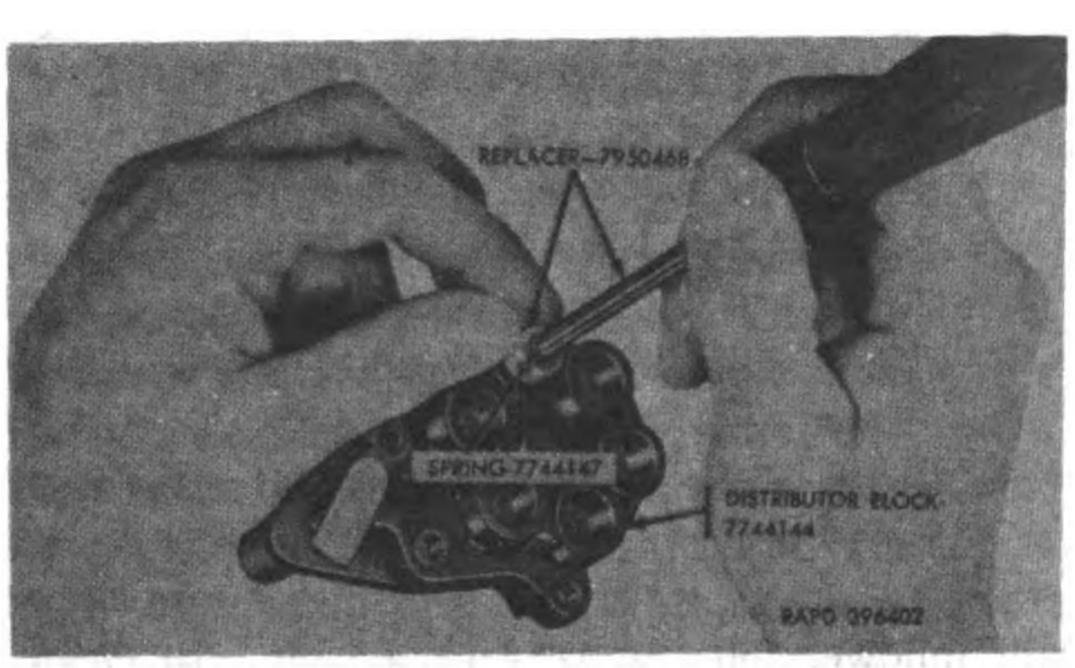

Figure 16. Replacing high tension springs.
(1) Place the magnet in a magnet charger with an adapter set designed to fit this magnet.
(2) Close the charger switch for a period of 1-second and then open switch. Repeat this operation 3 times to properly charge the magnet.
(3) Remove magnet from charger. Lay the magnet on a clean cloth away from any metal or foreign objects which might adhere to it. Using compass 6605–18–C–1598, check to see if the magnet is properly charged. If the magnet pole containing the timing mark repels the north-seeking end of the compass needle, then the magnet has been properly charged.
(4) Wrap magnet in a clean cloth until ready to assemble into the housing.
31. Distributor Block (T)
c. Inspect the high tension cable contact springs (AA figs. 7 and 8). If springs are worn, broken, or otherwise distorted, pull them from the distributor block recesses with needle nosed pliers. Using replacer 7950468 (fig. 16), install new springs. Place the spring, large end first, into the tapered end of the tool. Seat the guide in the cavity of the distributor block and push the spring into place with the plunger.
(1) Place the distributor block in an oven heated to 130° to 150°F for about half of an hour to evaporate all traces of the cleaning solvent and to thoroughly warm the part.
(2) Blend a mixture of 40 percent moisture and fungus-resistant insulating wax and 60 percent carbon tetrachloride. Melt the wax in a suitable container (at 170°F) and slowly stir in the carbon tetrachloride.
(3) Remove the distributor block from the oven and using small brush, apply light even coating of wax over the entire surface of the dielectric material.
(4) Again place the distributor block in an oven set at 160° to 170°F for 2 hours to evaporate the solvents in the wax.